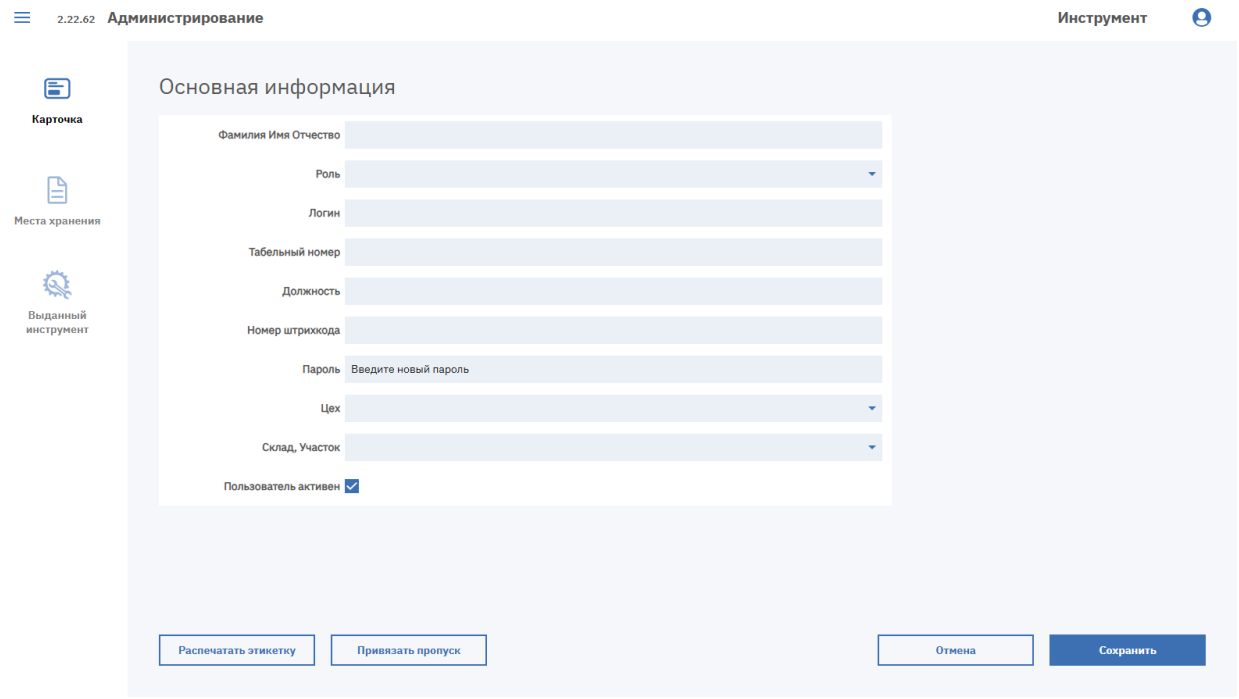

Рисунок 21. Форма добавления пользователя
1. Нажмите кнопку «Добавить пользователя» под перечнем. В новой вкладке откроется форма с вкладками «Карточка», «Места хранения» и «Выданный инструмент» (см. Рисунок 21).